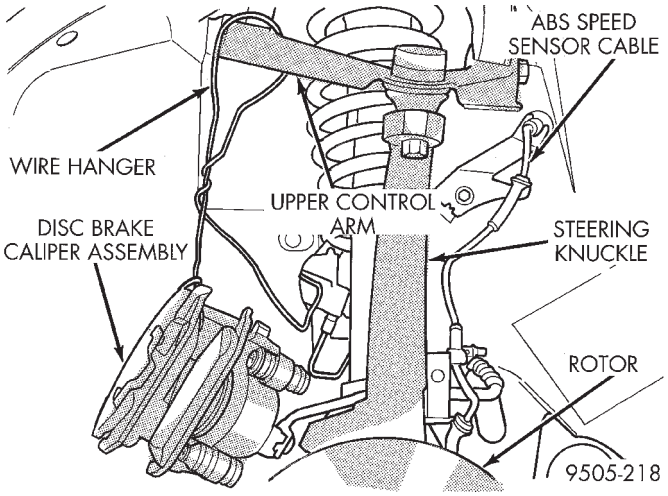
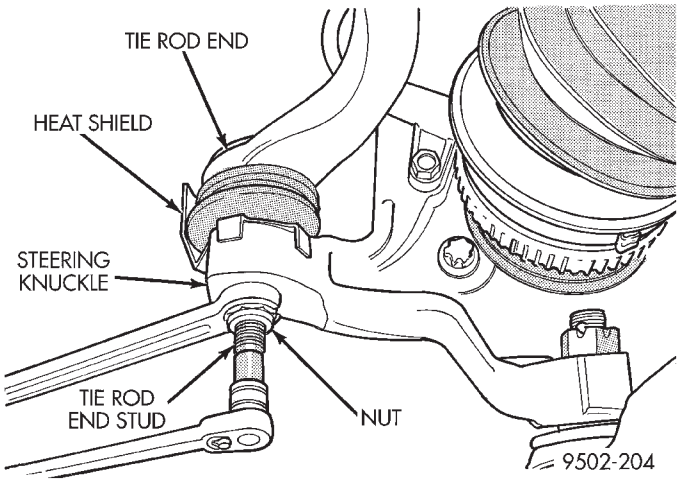

Fig. 6 Correctly Supported Brake Caliper
Fig. 7 Removing Tie Rod End Attaching Nut
(7) Support brake caliper/adapter assembly using a wire hook (Fig. 6). **Do not support assembly by the brake flex hose.**
(8) Remove braking disc from front hub.
(9) Remove nut attaching outer tie rod end to steering knuckle. **Remove nut from tie rod end by holding tie rod end stud with a 11/32 socket and loosen and remove nut (Fig. 7).**